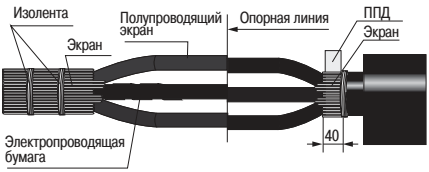

Рисунок 3
4.7 Р змот ть электропроводящую бум гу с жил к беля до мест отгиб проволок экр н и обрез ть её, не поврежд я полупроводящего экр н (рисунок 3).